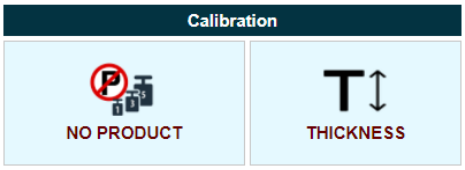

FIGURE 16: CALIBRATION - NO PRODUCT BUTTON
- Click on the NO PRODUCT calibration button in the logging centre (Figure 16). This automatically calibrates the sensor during a few seconds.